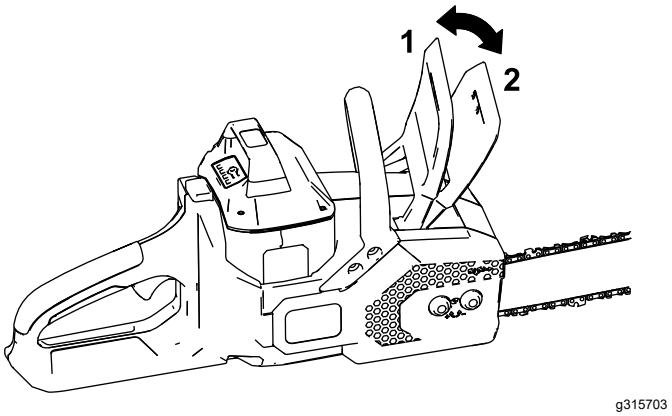

Figuur 8
6. Verzeker dat de kettingrem in ZAAG-stand staat (Figuur 8).
Als u de zaag niet gebruikt of de zaag van of naar het werkgebied transporteert moet u de kettingrem in de STOP-stand zetten (Figuur 8) en het accupak verwijderen.